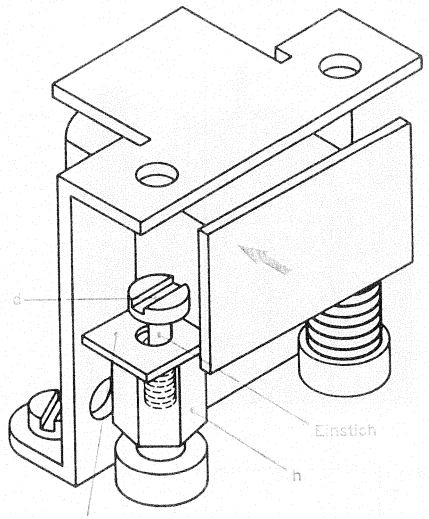

Abb. 4
- AW-Kopf mit der Hand in Richtung Vorlaufkupplung drücken, damit das Kopfbefestigungs-Blech im Einstich der Kopfbefestigungs-Schraube **d** zum Anschlag kommt (Abb. 4)
- Nachstellbar durch Biegen am Kopfblech (Abb. 4)
- Nachstellbar mit Justiermutter **h** (Abb. 4)
- Ggf. ist mittels eines Sechskantschlüssels eine Kopfhöhenverstellung von ± 2 Segmenten an der Justiermutter **h** zulässig (Abb. 4). Dazu die Schraube **d** lösen und danach unter Berücksichtigung der Kopflage (Pkt. 6 Kopfwechsel AW-Kopf) wieder festziehen